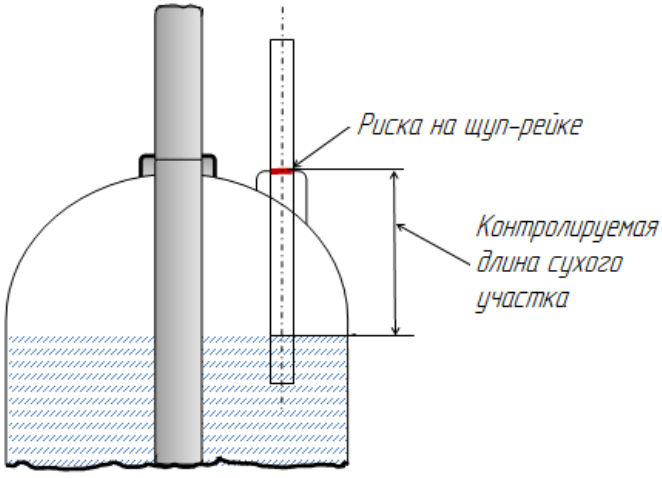

Рисунок 4 – Схема замера уровня ОТВ
5.8.7 Замерить фактический уровень ОТВ в корпусе, для чего в заливную горловину на корпусе поместить мерную щуп-рейку. В качестве щупа использовать стержень (пруток) диаметром не более 10 мм, с нанесенной риской (см. рис. 4). Расстояние от риски до конца стержня, погружаемого в корпус модуля, должно быть не менее 300 мм. Совместить риску на стержне с краем горловины. Замерить длину сухого участка щупа до риски. Результат должен находиться в пределах от 10 до 20 см.